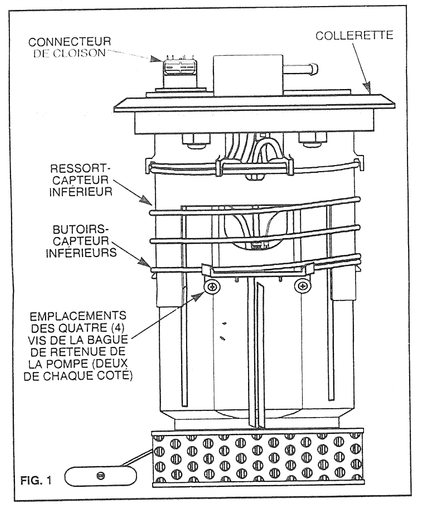

FIG. 1
C) Déposer soigneusement le support de pompe du réservoir de carburant. Faire attention de ne pas plier le levier de flotteur ni endommager le flotteur. (Voir la figure 1).
1) Débrancher la bougie électrique de la pompe à essence située à la base du connecteur de cloison à l'intérieur de l'ensemble du réservoir. Enfoncer le déclencheur et faire glisser le connecteur vers le bas pour le faire sortir. (Voir la figure 1)
2) Déconnecter le tuyau de sortie de la pompe à essence à la base de la collerette de l'ensemble du réservoir. (Voir la figure 1)
3) Comprimer le ressort-capteur inférieur vers le haut de l'ensemble du réservoir. Cette procédure permet de dégager suffisamment d'espace pour enlever l'ensemble de la collerette. Disjoindre avec soin les deux glissières de l'ensemble de la collerette situées à la base des butoirs-capteur inférieurs et faire glisser l'ensemble de la collerette hors de la partie inférieure de l'ensemble du réservoir. (Voir la figure 1)
4) Enlever les quatre (4) vis de retenue de la partie inférieure de l'ensemble du réservoir. (Voir la figure 1)
13) Rebrancher le connecteur électrique au connecteur de cloison, sur la base de la collerette. (Voir la figure 1)